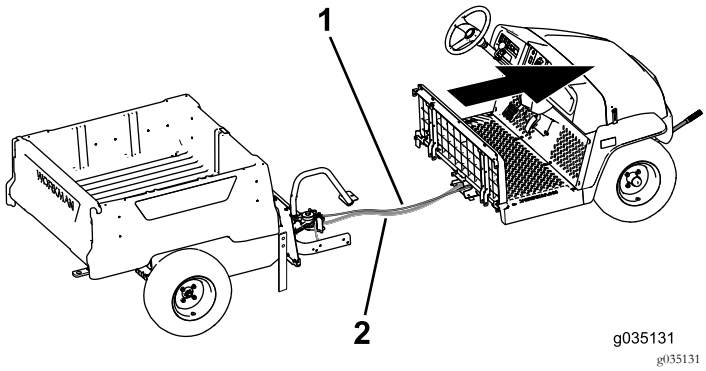

Figure 68
9. Demandez à un assistant de vous aider à avancer la section avant pour l'éloigner de la section arrière (Figure 68).